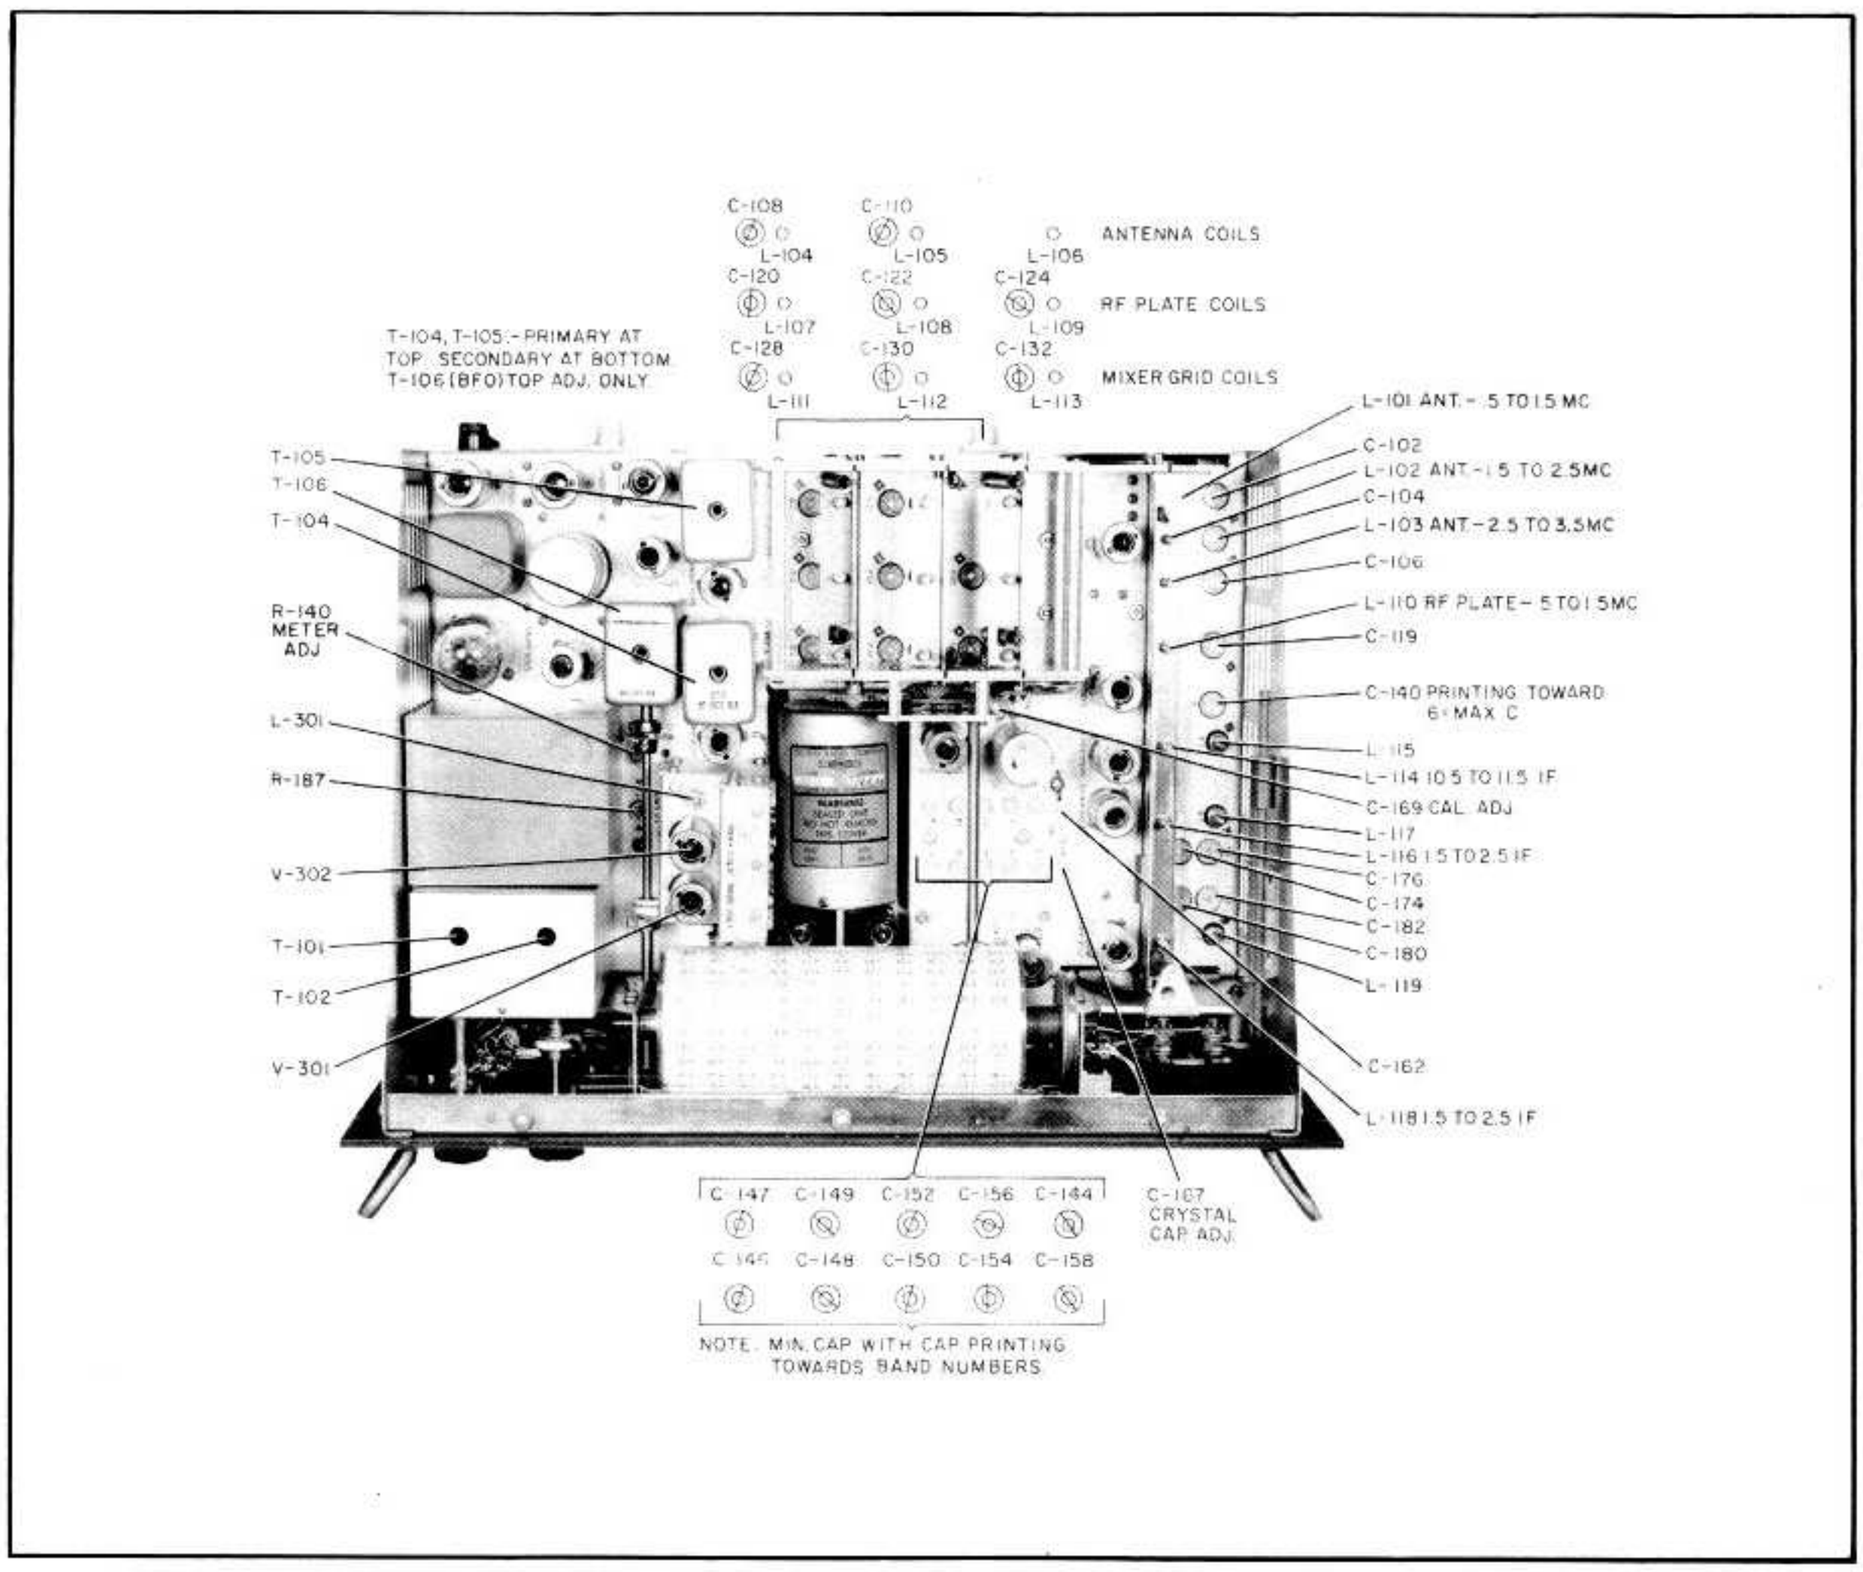

Figure 5-1. 51J-4 Alignment Adjustments
(c) In all of the following adjustments, peak the trimmers if the indicated voltage is not more than 2 volts. If it is more than 2 volts, detune trimmer toward minimum capacitance, until the voltage reads 2. See figure 5-1.
(g) If the BFO PITCH knob has never been off the shaft during the life of the receiver, align the BFO as follows: Turn BFO on. Set the line on the BFO PITCH knob at the fiducial mark on the panel. Adjust core in T106 (figure 5-1) to zero beat.
(2) Line up the crystal filter PHASING control knob with the panel mark and with the mid-range position of the phasing capacitor. To accomplish this, with the aid of a flashlight look into the right-hand hole in the top of the crystal filter cover (see figure 5-1) in order to see the plates of the phasing capacitor. Turn the PHASING control until the rotor plates are straight down toward the bottom of the receiver, i.e., until the rotor plates completely engage the bottom set of stator plates. Loosen set screws in PHASING control knob. Set knob line 90° to the left of the panel mark. Tighten set screws. Turn knob to panel mark. Phasing capacitor is now at mid-range.
(3) Connect the frequency modulated signal generator lead to pin 7 of V106. Connect oscilloscope lead to junction of R150 and R152. Turn on generator and oscilloscope and allow them to warm up.
(4) Turn SELECTIVITY switch to position 1. Select 3 kc filter, turn AVC off, LIMITER off, BFO off, CALIBRATE off and AUDIO GAIN to position 0. Tune receiver to carrier frequency of signal generator, which should be between 1.5 and 3.5 mc.
(5) Turn RF GAIN to mid-range and synchronize scope. Two fairly symmetrical peaks should appear on the scope screen. If they do not, adjust receiver tuning, RF GAIN and oscilloscope controls until they do appear. Each of these peaks is essentially an i-f response curve.
(6) Rotation of the PHASING control to the left should cause a rejection notch to appear at one side of each peak. If this notch does not appear, set the PHASING control about one-eighth turn to the left of center and adjust the core in top of T102 (accessible through the right-hand hole in the crystal filter cover) until it does appear and is well-defined